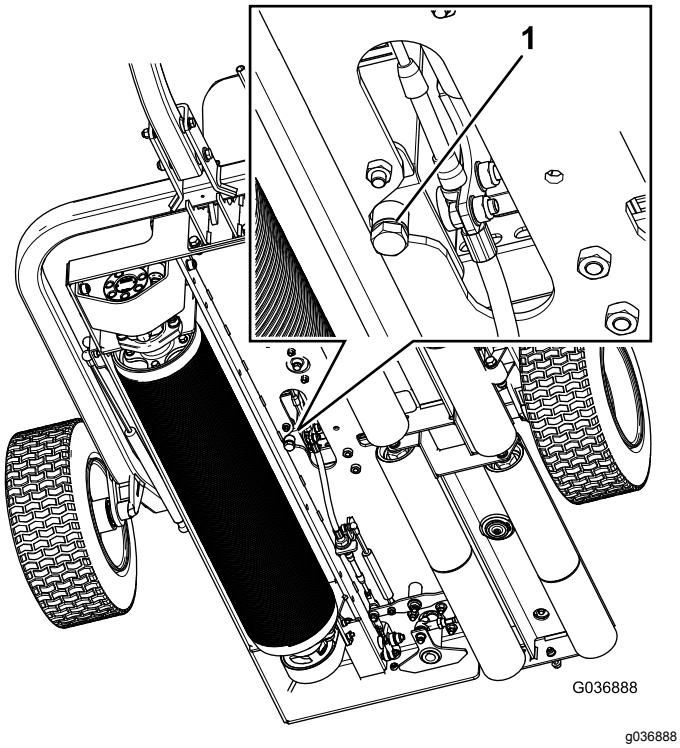

Figur 36
1. Placera ett kärl under hydraultankens avtappningsplugg (Figur 36).
2. Ta bort avtappningspluggen från tankens undersida (Figur 36).